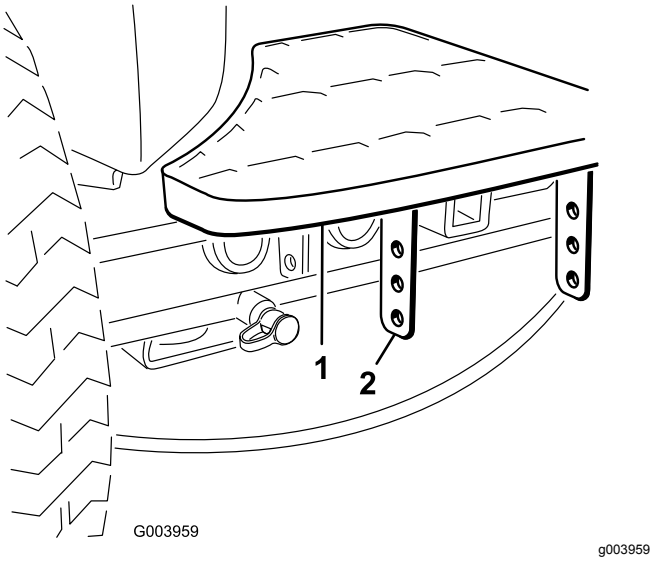

Figur 2
1. Ta bort de två bultar och muttrar som håller fast fotstegets fästen på traktorenhetens ram (Figur 2).